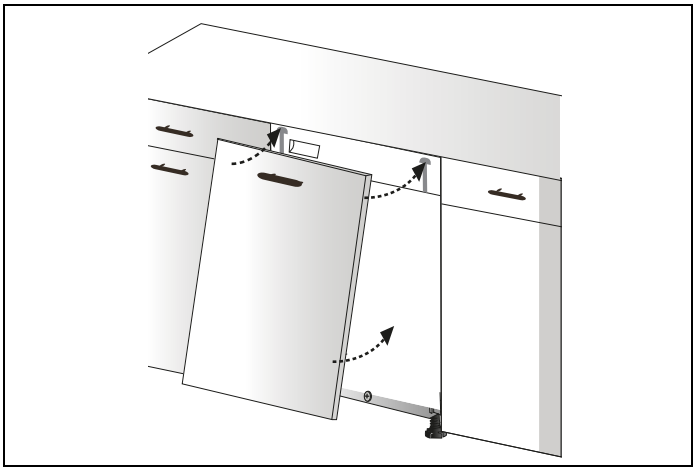

Fig. 27
7) Les supports de porte en plastique situés sur la porte en bois sont montés avec le lave-vaisselle correspondant aux décharges situées sur le panneau de commande et sont assemblés comme indiqué sur la Fig. 27 .